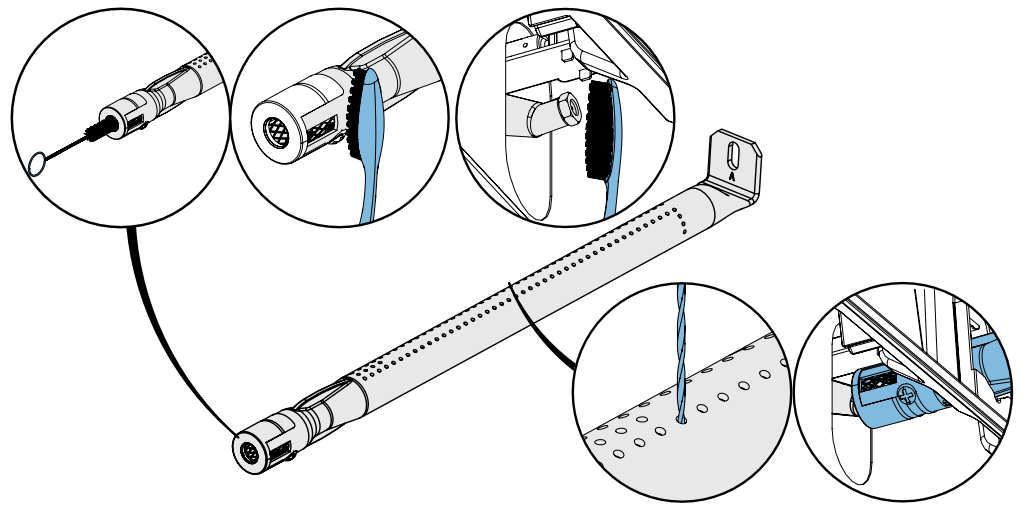

Fig. 9
1. Quita el o los tornillos que sujetan el quemador a la pared trasera de la parrilla. Desliza el quemador hacia atrás y hacia arriba para quitarlo. **(Fig.9)**